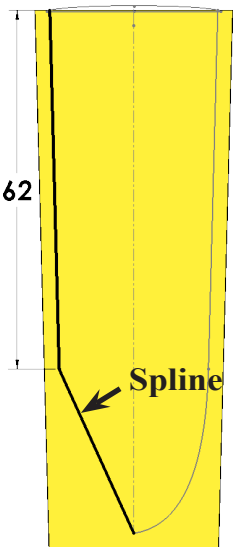

Fig. 45
Step 10. Draw **two point** spline between bottom endpoint of line and bottom endpoint of centerline line, **Fig. 45**. **Right click drawing and click Select** from menu to end spline and unselect Spline tool.